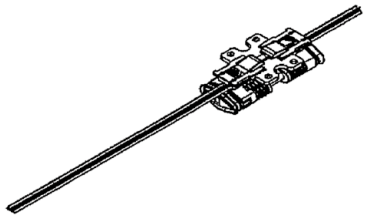

図2
c. 図2、3の手順でピストンAss'yにシールベルトを通し、シリンダチューブに組付けてください。